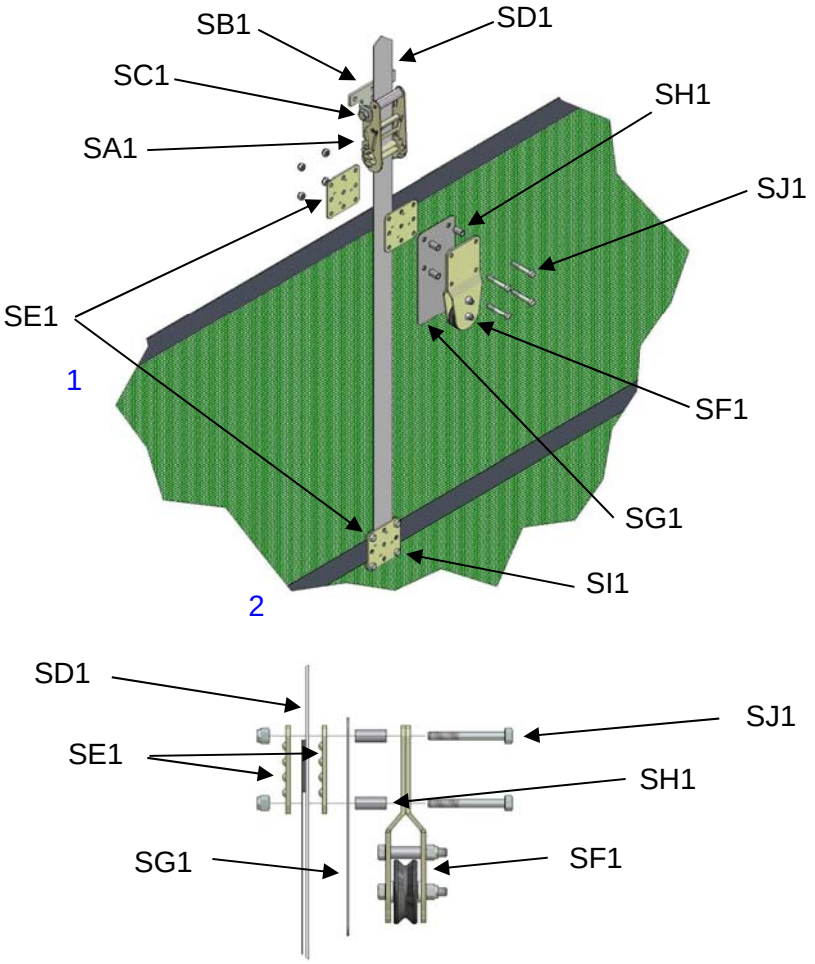

Abbildung 20
6.2 Bringen Sie das Klinkenrad (SA1) mit den im Lieferumfang enthaltenen M12 x 90 mm Schrauben (SC1) an der Klinkeradhalterung (SB1) an. Die Standardmontage der Klinkenradhalterung ist in Abbildung 20 dargestellt, sie kann aber auch umgekehrt erfolgen, falls der senkrechte Montageplatz beschränkt ist. Verankern Sie die Vorrichtung mit drei Befestigungselementen mit einer Mindestgröße von 8 mm im Gebäude.
6.3 Siehe Abbildung 20: Befestigen Sie den senkrechten Gewebegurt (SD1) mit den im Lieferumfang enthaltenen Klemmplatten (SE1) und M8 x 20 Schrauben (SI1) an dem zweiten an der Tor nach unten führenden Gurt. Wiederholen Sie dies am oberen Gurt, verwenden Sie hierfür aber die mitgelieferten M8 x 50 Schrauben (SJ1) und beziehen Sie die Drahthalterung (SF1), die Abstandhalter (SH1) und das Schutzpad für die Drahthalterung (SG1) mit ein. Führen Sie das Gewebe durch das Klinkenrad und achten Sie